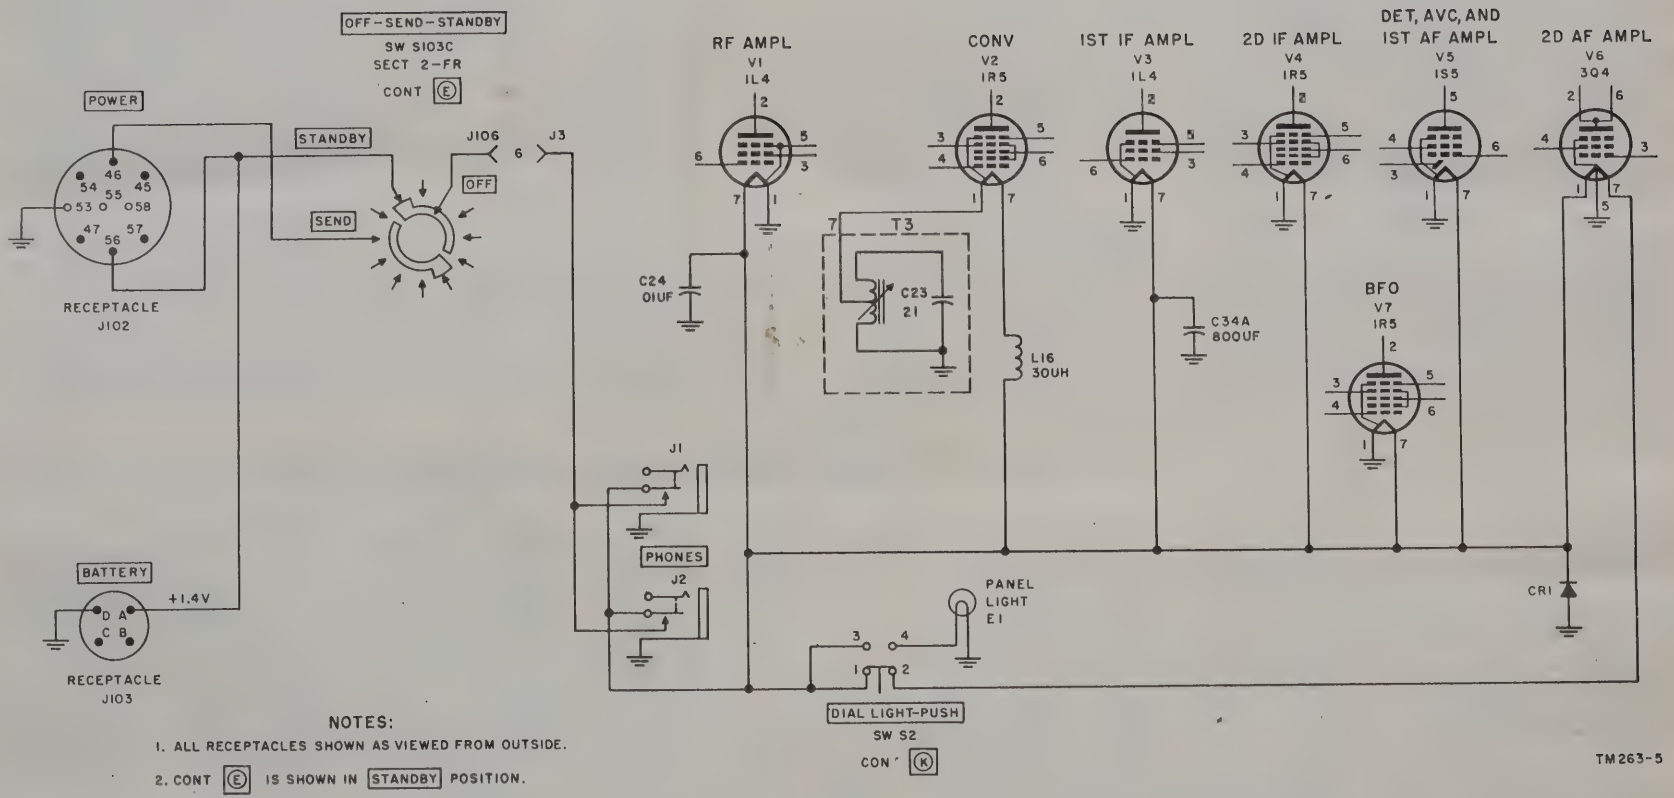

Figure 66. Receiver filament circuit.
96. Receiver Filament Circuit (fig. 66)
97. Receiver Filament Switching Circuit (fig. 66)